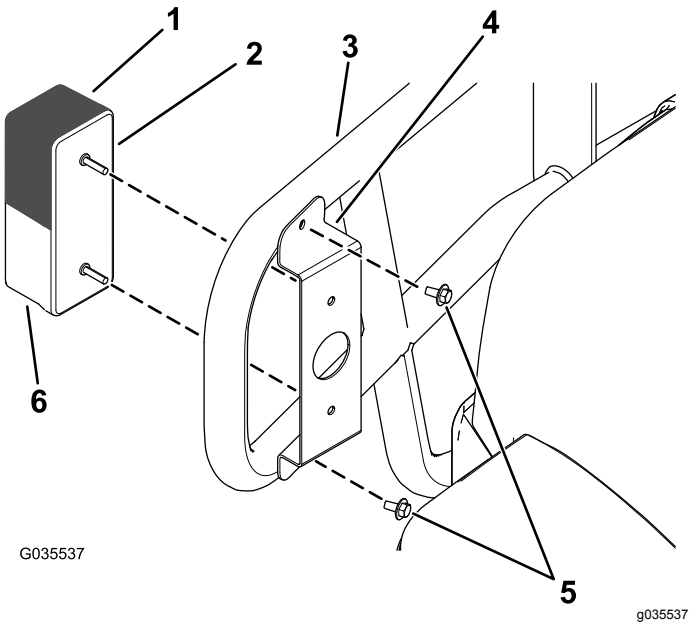

图3
2. 如图3 所示使用前支架和先前卸下的 2 个自攻螺丝1/4 x 1/2 英寸将前位置/信号灯安装到钢丝刷保护器。
注意 确保将琥珀色玻璃信号灯置于透明玻璃位置灯的顶部图3。